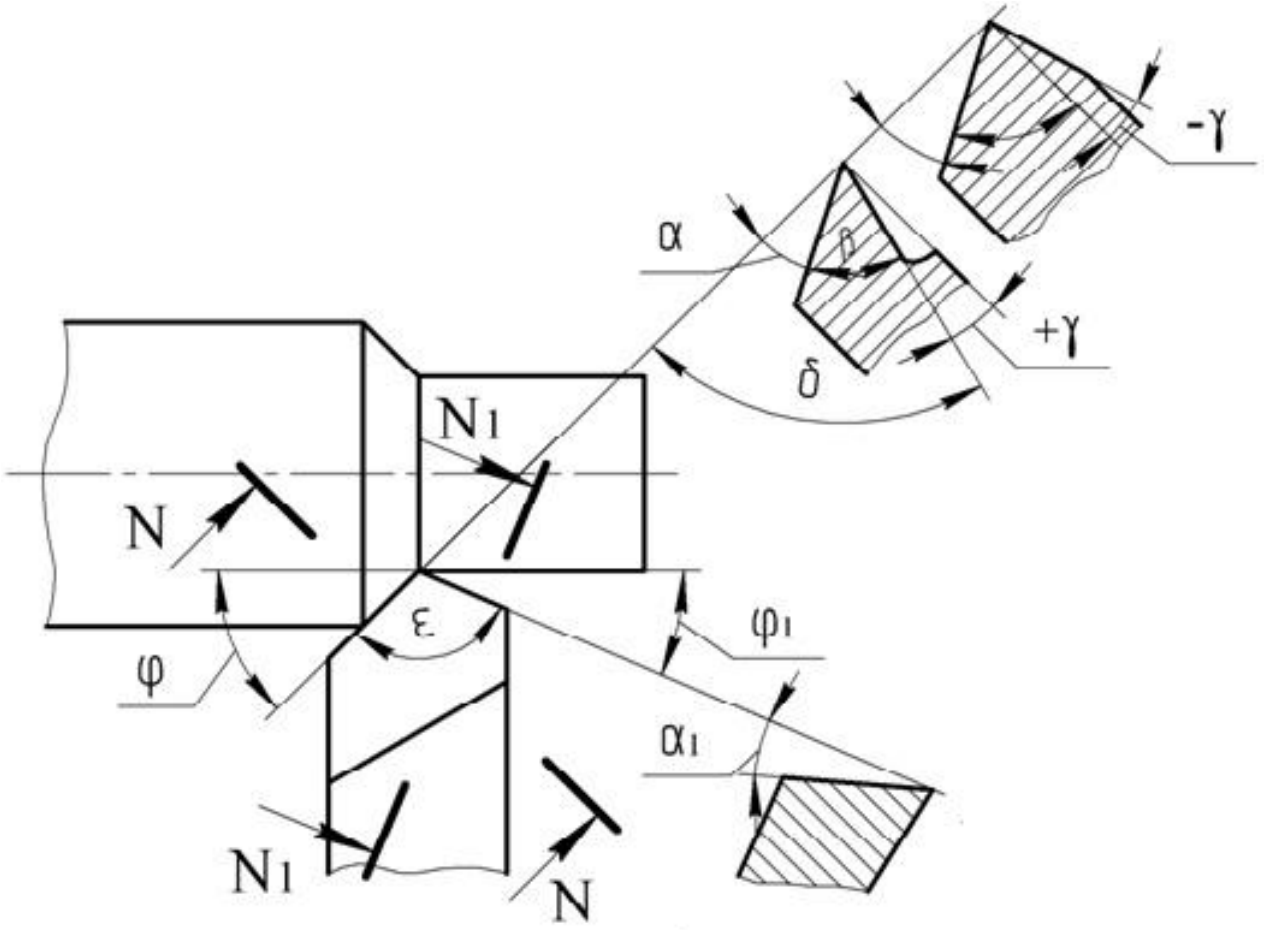

Рисунок 6 – Углы резца в статике
- вспомогательная секущая плоскость N_1—N_1 (рисунок 6).
Главная секущая плоскость N-N - плоскость, перпендикулярная к проекции главной режущей кромки на основную плоскость (рисунок 6).